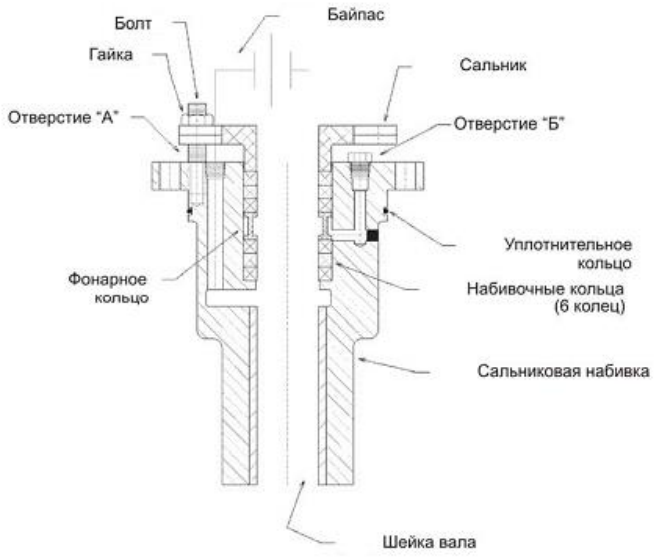

Рис. 9 Сальниковое уплотнение вала
Конструкция сальникового уплотнения приведена на рис.9.
3. Аккуратно надеть первое набивочное кольцо на вал. Как только кольцо занимает свою позицию, уплотнить его. Таким образом, кольцо одето на вал и находится внутри набивочной камеры. Установить остальные набивочные кольца, а также фонарное кольцо как это указано на рис.9;